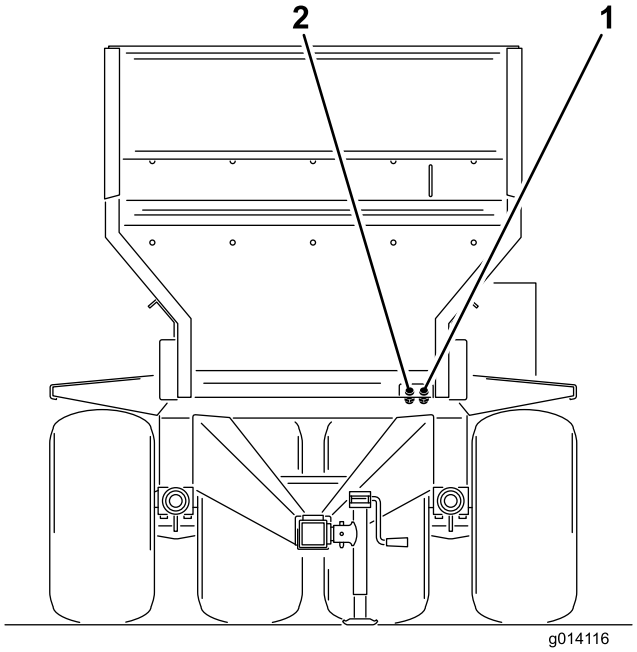

**Figur 17**
6. Anslut de två hydraulslangarna från maskinen till bogserfordonet. Stå vänd mot framänden av maskinen och anslut höger slang till trycksidan och vänster slang till retursidan (Figur 17). Returslangen är utrustad med en envägs inlinebackventil. Pilen på backventilen ska vara riktad mot bogserfordonets returkontakt.